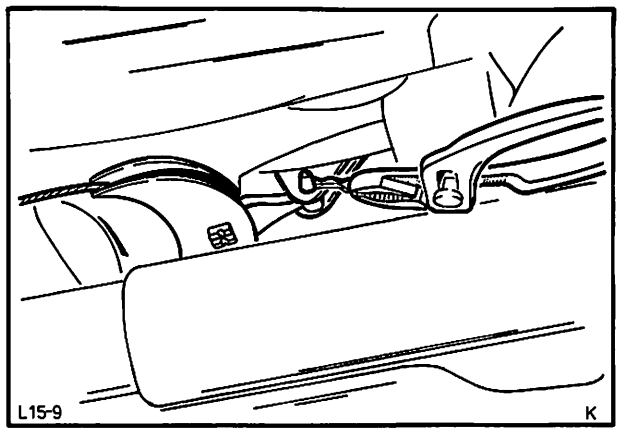

Abb. 26 Handbremsseil vom Handbremshebel abbauen
4. Handbremsseil vom Handbremshebel abbauen (1 Splintbolzen), Abb. 26. Bremsseilhülle aus den Haltern am Bodenblech lösen.